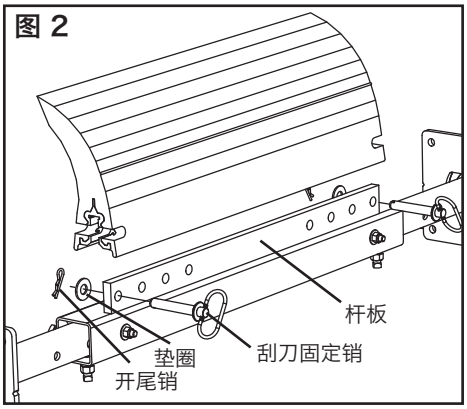

图 2
2. **拆下磨损的刮刀。**拆下刮刀两端的刮刀固定销并从固定杆上拆下刮刀（图 2）。清扫固定杆上遗留的所有物料。